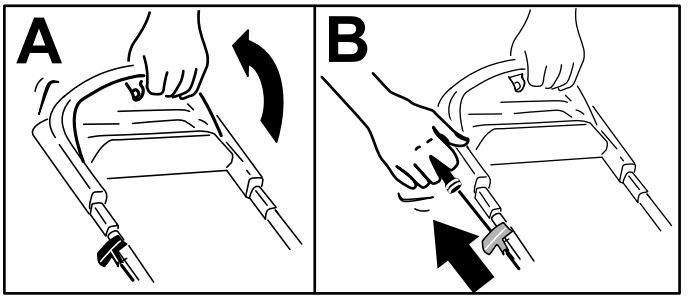

Figure 13
1. Maintenez la barre de commande de la lame contre le guidon (A de Figure 13).
2. Tirez la poignée du lanceur (B de Figure 13).